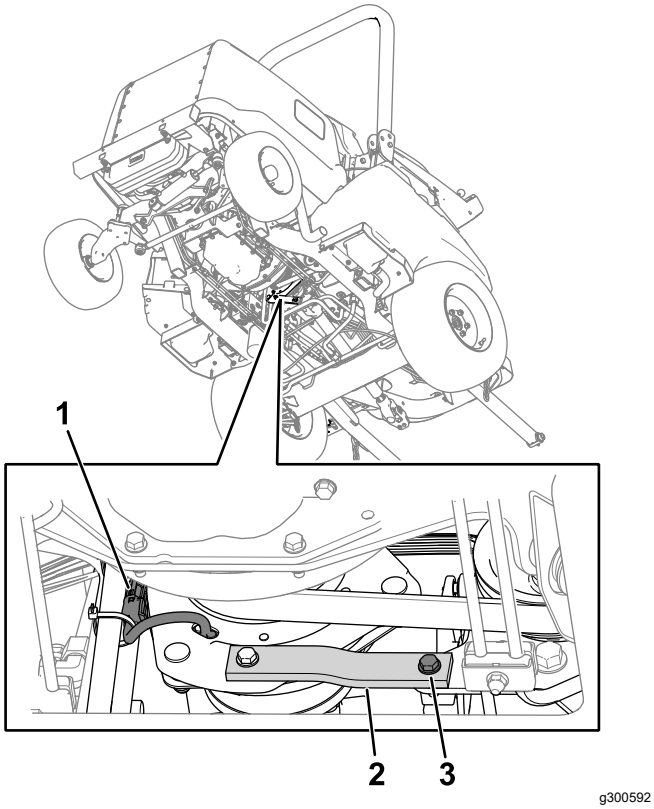

Bild 75
2. Ziehen Sie den Anschluss des Kabelbaums der Kupplung vom Maschinen-Kabelbaum ab (Bild 75).
3. Entfernen Sie die Schraube, Unterlegscheibe und Mutter von den Metall- und Gummibändern (Bild 75) am Rahmen.